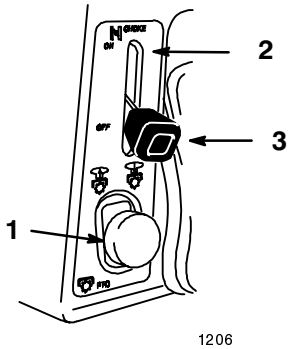

Figure 4
4. Move the choke lever to “ON” (Fig. 4).
6. After the engine starts, move the choke lever to “OFF” (Fig. 4). If the engine stalls or hesitates, move the choke lever back to “ON” for a few seconds. Then move the throttle lever to desired setting. Repeat this as required.